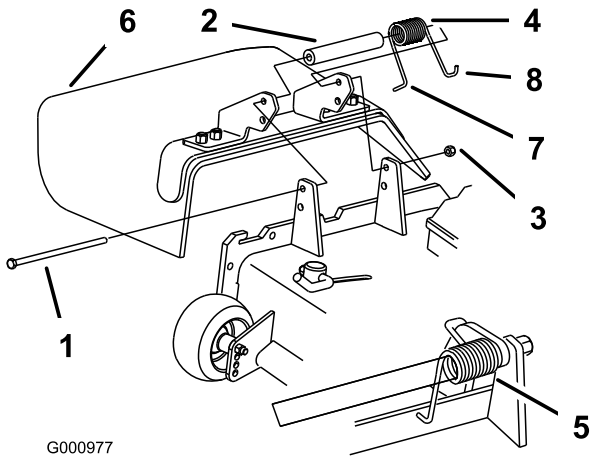

**Figuur 89**
1. Verwijder de borgmoer, bout, veer en afstandsstuk waarmee de grasgeleider vastzit op de draaibeugels (Figuur 89). Verwijder een beschadigde of versleten grasgeleider.
**Opmerking:** Zorg ervoor dat het **L**-vormige uiteinde van de veer achter de rand van het maaidek is geplaatst voordat u de bout bevestigt zoals wordt getoond in Figuur 89.
3. Monteer de bout en de moer. Plaats het **J**-vormige haakeind van de veer om de grasgeleider (Figuur 89).